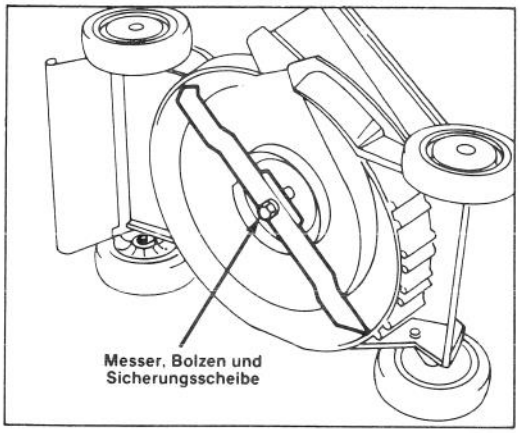

Abbildung 12
3. Mäher auf die linke Seite kippen (Abb. 12).
2. Kippen Sie den Mäher auf die linke Seite (Abb. 12).
5. ENTFERNEN DES MESSERS — Das Ende des Mähmessers mit einem Lappen oder einem dicken Handschuh anpacken. Messerbolzen, Sicherungsscheibe und Messer entfernen. (Abb. 12).